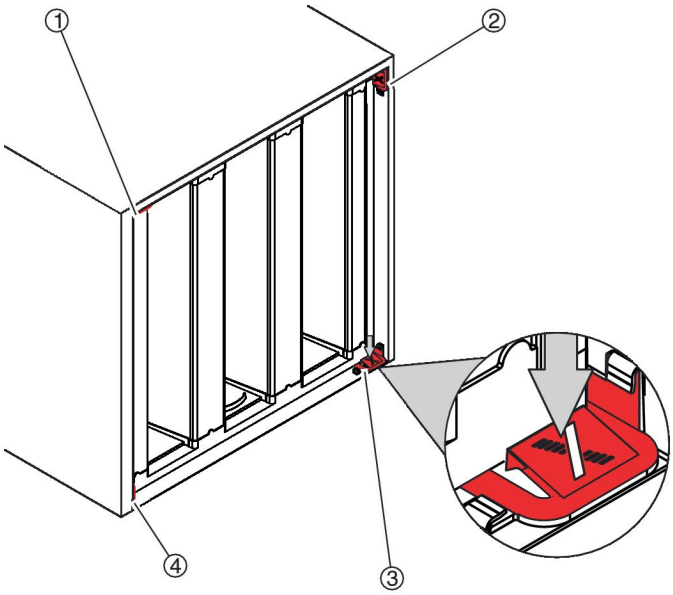

Fig. 20: Loosening the quick release fasteners
4. Press down the quick release fasteners (Fig. 20/1 to 4).